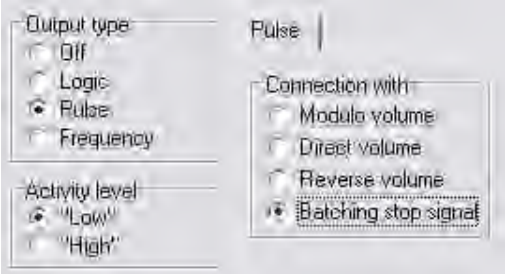

Fig.4. Connection of the pulse output with the batcher operation mode.
– in the *Pulse* tab, select **Batching stop signal mode** (Fig.4).